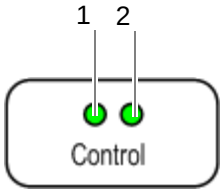

Figure 7.1 TIB indicators
➥ The Power LED (1) is lit and the Alive LED (2) flashes in periodical intervals, refer to Figure 7.1.